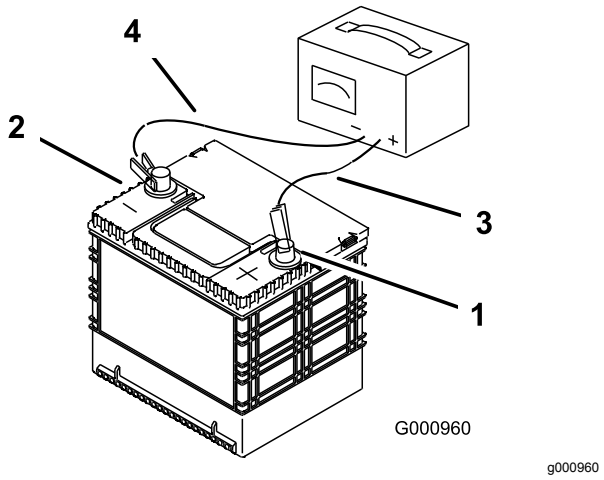

**Figuur 75**
2. Zodra de accu volledig is opgeladen, haalt u de acculader uit het stopcontact en maakt u vervolgens de oplaadkabels los van de accuklemmen (Figuur 75).